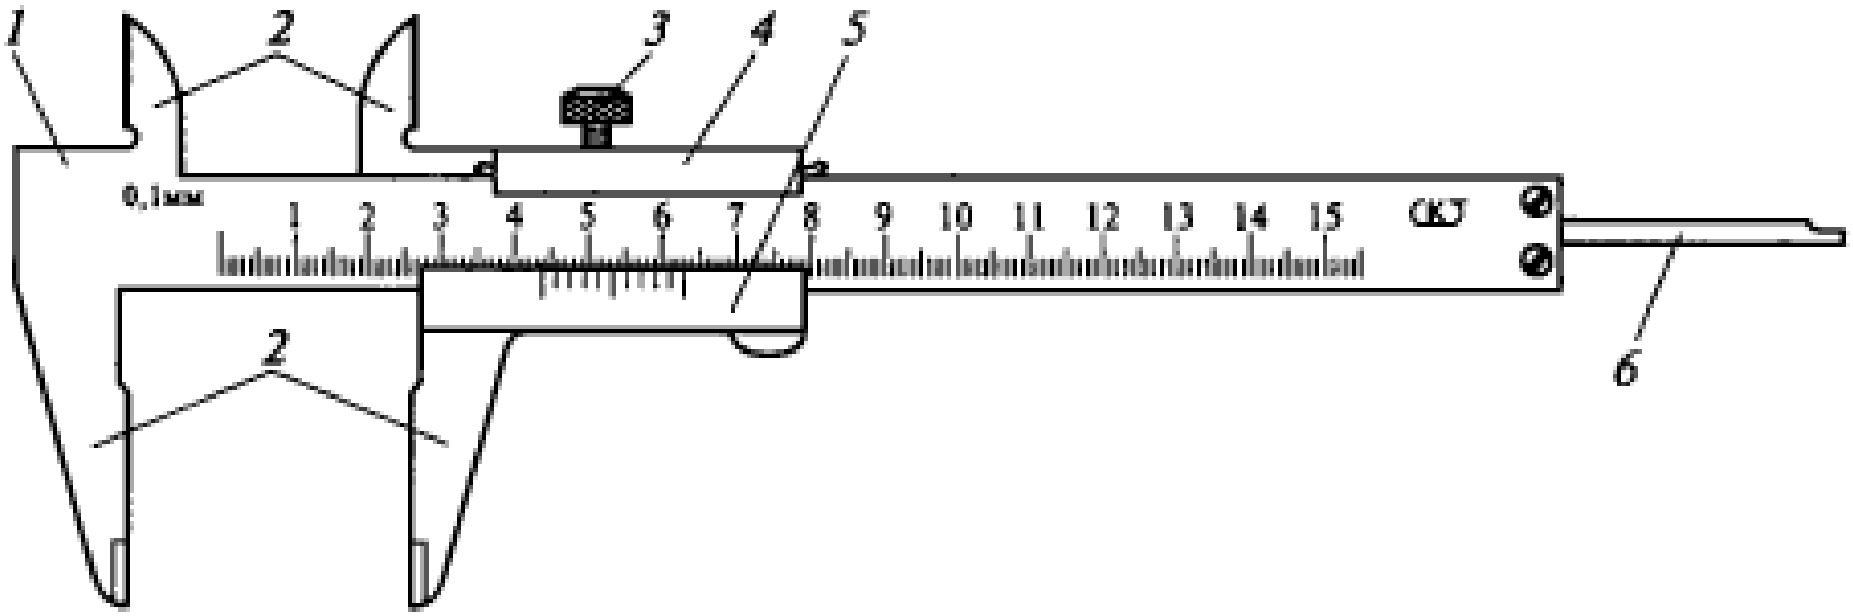

Рисунок 2 – Штриховой инструмент (штангенциркуль ШЦ-I): 1 – штанга; 2 – измерительные губки; 3 – зажим рамки; 4 – рамка; 5 – нониус; 6 – линейка глубиномера
- на штриховые инструменты, снабженные нониусом-штангенциркулем (рис. 2), штангенглубиномеры (рис. 3, а) и штангенрейсмасы (рис. 3, б);